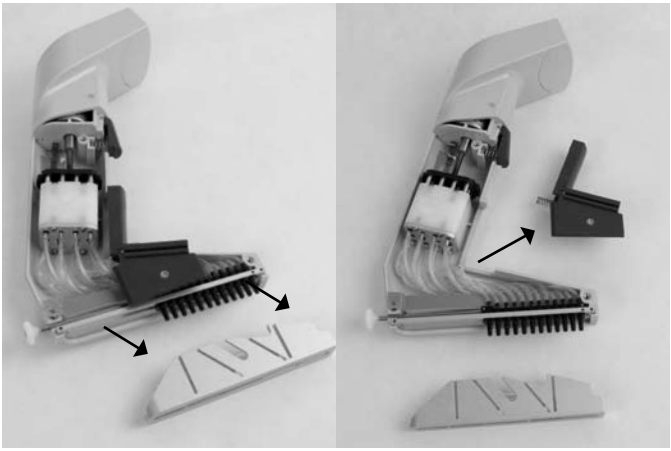

Figure F.1.1b: Removing Ejector Trigger and Ejector Comb
4. Remove the ejector comb by sliding it down and forward off the tip fittings (*see Figure F.1.1b)*. Remove the plastic ejector trigger and spring. Next, remove the back plane divider.